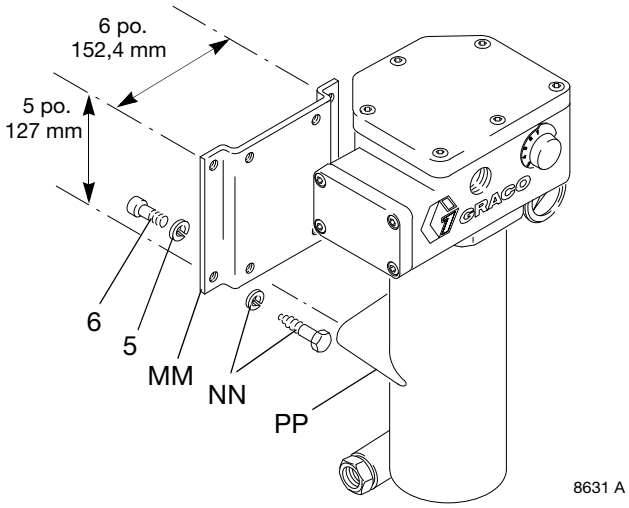

**FIG. 4 : Support 183982**
**(FIG. 4)**
1. Montez le support (MM) sur le réchauffeur à l'aide des vis (6) et des rondelles (5) fournies.
2. Utilisez des boulons M8 d'une longueur adaptée et les rondelles de sécurité (NN) (non fournies) pour fixer le support au mur.